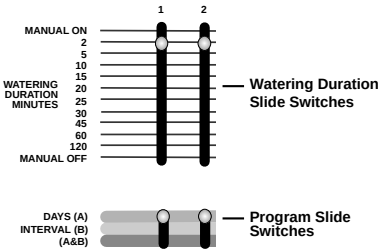

FIGURE 9: Slide Switches
- Set the program slide switch for each station that you want to assign to Program A or B or A and B **[See Figure 9].**